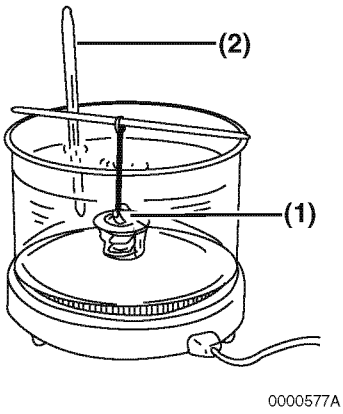

Figure 8-11
1. Check for proper operation of the thermostat. Place the thermostat **(Figure 8-11, (1))** and an accurate thermometer **(Figure 8-11, (2))** in warm water.